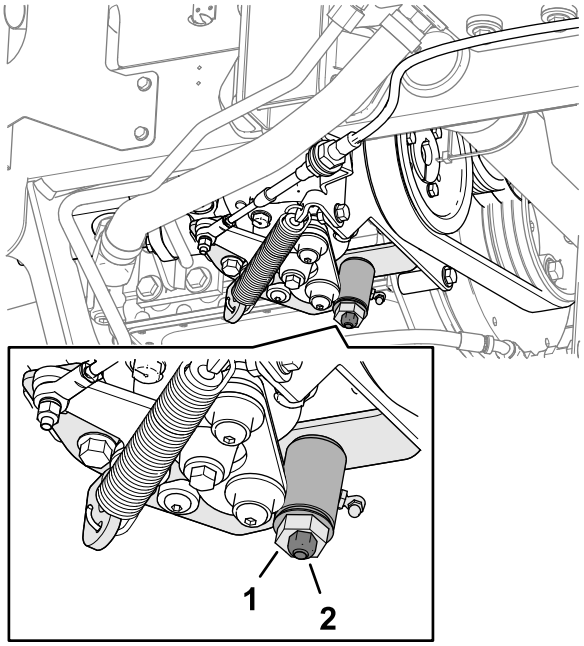

Rysunek 79
3. Odkręć przeciwnakrętkę na krzywce regulacji jazdy (Rysunek 79)